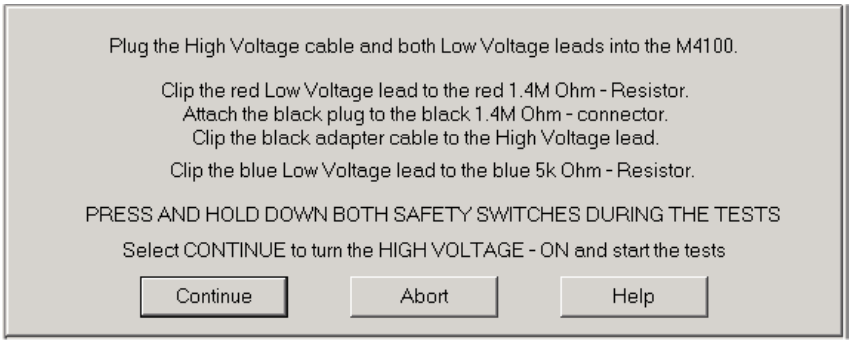

Figure 4.5 Calibration Verification Instructions
3. Follow the on-screen directions, as shown in Figure 4.5.